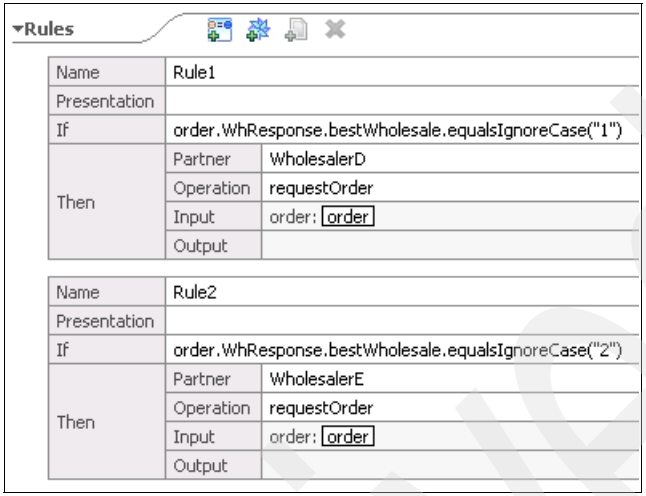

Figure 11-38 The business rule chooseWh_RS
d. In the Rule Set, add two If-Then rules, where the Then part of the rule is an Invoke, as shown in Figure 11-38.